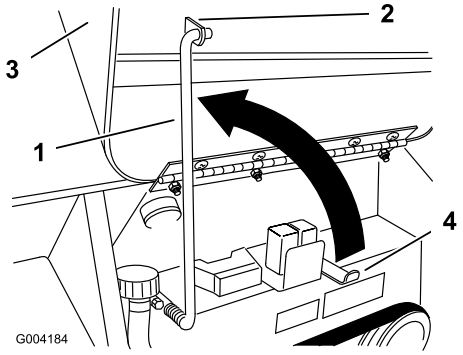

Figuur 22
4. Klap de steunstang omhoog en zet de stang vast in de beugel op de motorkap (Figuur 22).